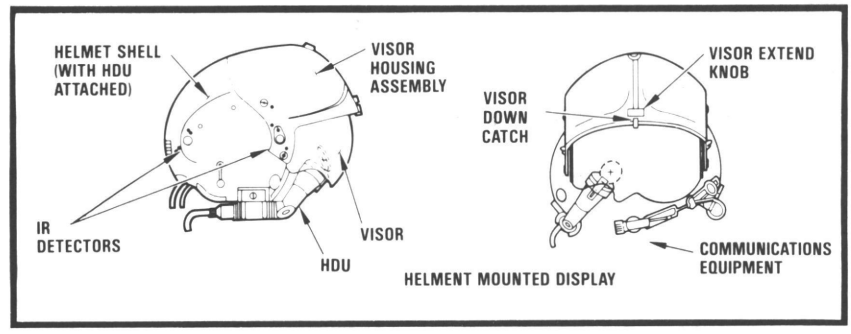

FIGURE 8: Integrated helmet unit.
Each IHU (figure 8) consists of a shell, an infrared (IR) sensor assembly, an energy liner, and a suspension and earphone assembly. A mounting pad for the HDU is cemented to the right side of the shell.